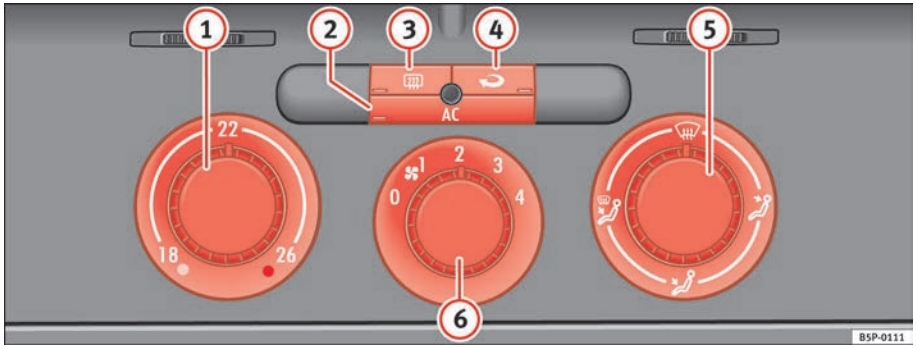

Fig. 130 On the dash panel: Climatic controls
– Turn the temperature selector ⇒ fig. 130 (1) clockwise to select the required temperature.